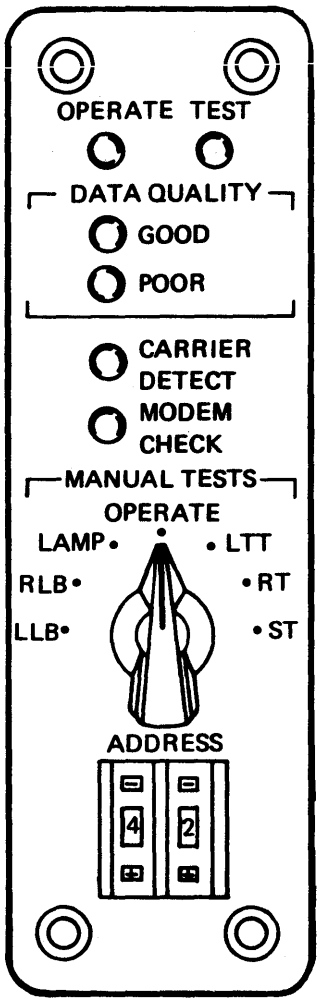

Figure 15-2. 4800 bps Integrated Modem Operator Panel (Nonswitched)
Manual tests for the 4800 bps integrated modem require operator intervention at either the modem attached to System/34, the remote modem, or both modems. For some of these tests, you will have to contact the operator at the remote location to verify the status of the remote modem. For normal operation, the Manual Tests switch must be set to the Operate position. See Figure 15-2.
3. Check that all the operator panel lights come on. See Figure 15-2.
2. Check that the Test light comes on and that the Data Quality Good light flashes approximately every 4 seconds. If no errors are detected, the test continues running with the Data Quality Good light flashing approximately every 4 seconds. See Figure 15-2. If an error is detected, the test stops and the Modem Check light comes on.